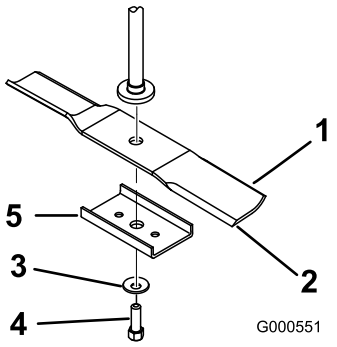

Figure 51
2. Remove the blade bolt, the curved washer, the blade stiffener, and the blade from the spindle shaft (Figure 51).
1. Install the blade onto the spindle shaft (Figure 51).
2. Install the blade stiffener, the curved washer (cupped side toward the blade), and the blade bolt (Figure 51).